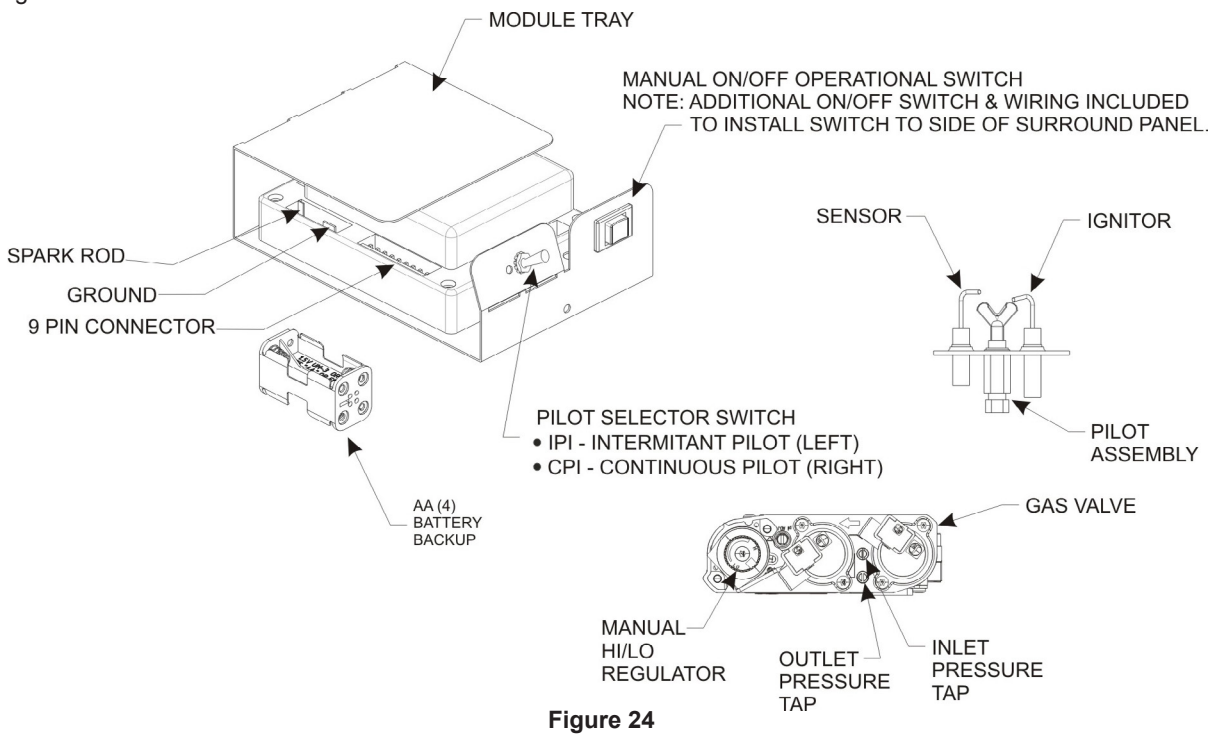

Figure 24
Note: A small toggle switch is located on the front of the module tray that is used to switch from IPI (left) to the CPI (right). **See Figure 24.**
3. The gas valve has inlet and outlet pressure taps as shown in Figure 24. Refer to page 9 for gas pressure requirements.
Note: The gas control has a manual HI/LO flame adjustment knob (regulator) that allows you to increase or decrease the height of the burner flame. **See Figure 24.** Rotate the HI/LO knob counterclockwise to “HI” to increase the flame height, and clockwise to “LO” to decrease the flame height.
To connect the remote receiver to the appliance, first disconnect the ON/OFF switch wires from the white and green wire connectors and connect the wires from the remote receiver to the green and white wire connectors. **See Figure 24.**